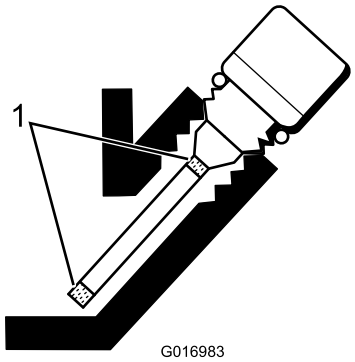

**Rysunek 23**
5. Jeżeli poziom jest niski, dodaj tylko tyle oleju, ile potrzeba do podniesienia poziomu tak, aby znalazł się on pomiędzy oznaczeniami kreskowymi na wskaźniku (Rysunek 23).